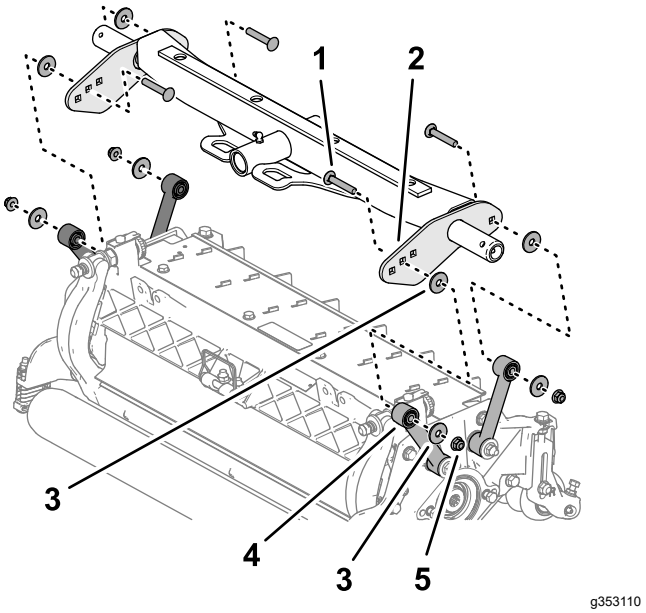

**Figur 18**
2. Rikta in en bricka mellan bärplattan och länken (Figur 18). Montera sedan plattorna och distansbrickan löst med en vagnsskruv (⅜ x 2 ¼ tum), en bricka och en flänslåsmutter (⅜ tum).